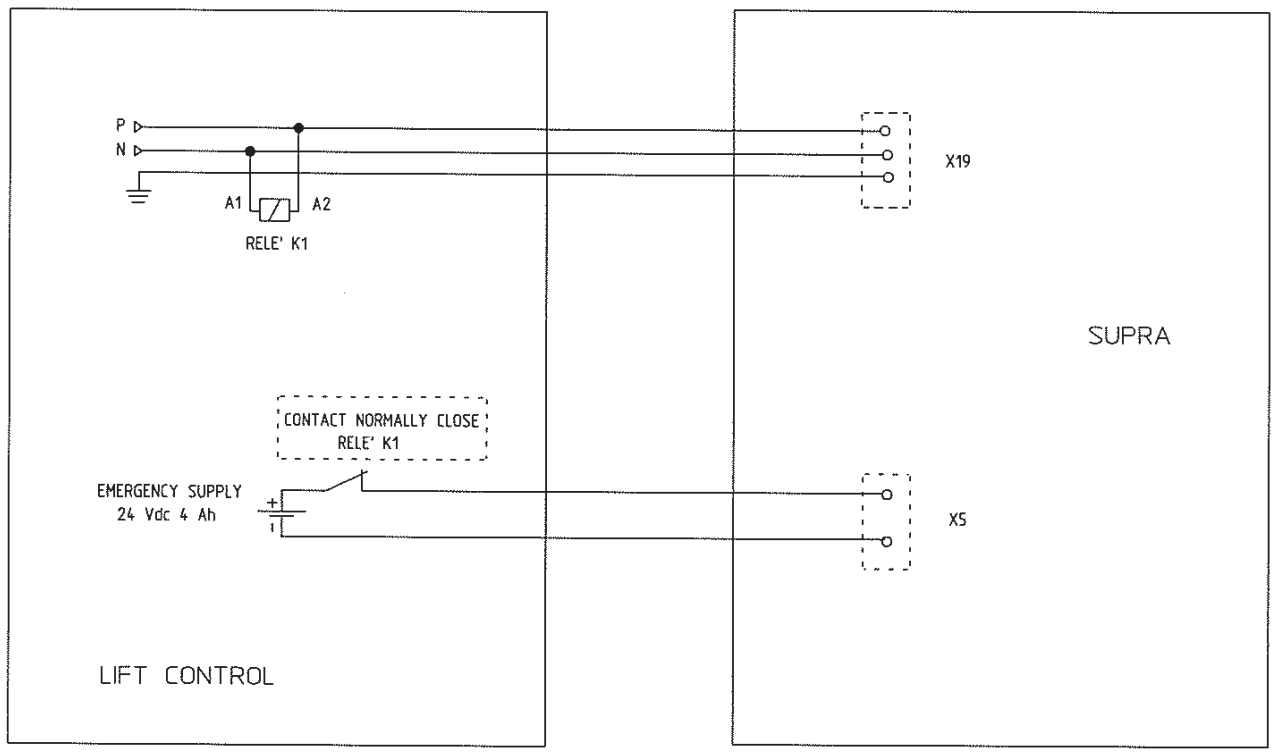

Fig. 2
1. In assenza di alimentazione di rete, per assicurare un corretto funzionamento della manovra di emergenza in manuale, si consiglia di fornire alla scheda SUPRA un'alimentazione da batteria (24 Vdc 4 Ah) tramite il connettore X5: la tensione di batteria deve essere inserita immediatamente dopo l'assenza di alimentazione di rete (la scheda non si deve spegnere). In questo modo sarà possibile tramite manovra in manuale far allineare la cabina dell'ascensore al piano desiderato: le porte si potranno aprire solo manualmente: Fig.2 schema di cablaggio consigliato.